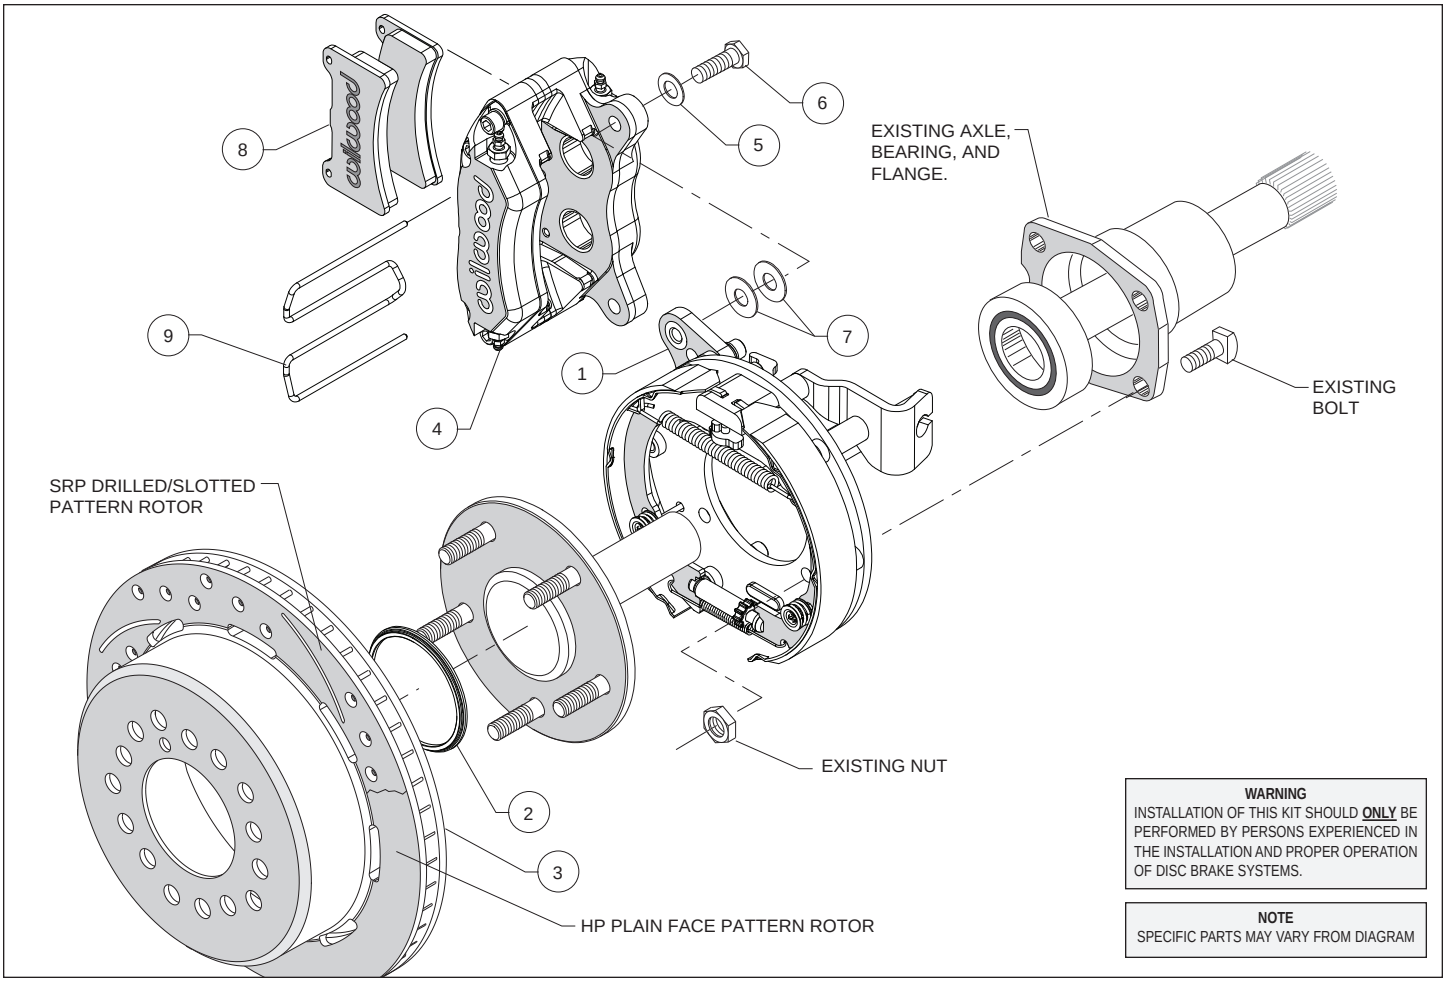
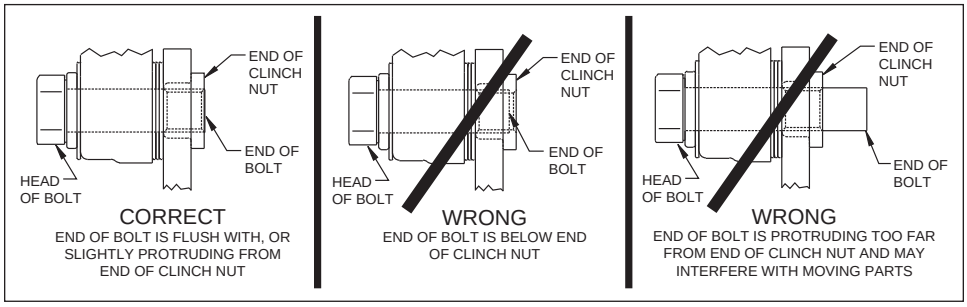

Figure 1. Typical Installation Configuration
Figure 4. Clinch Nut Engagement Diagram
Assembly Instructions (numbers in parenthesis refer to the parts list, and Figure 1 on the preceding pages): ***CAUTION:*** *All mounting bolts must fully engage clinch nuts.* Be sure to check that all bolts are either flush or protruding through flanged side of clinch nut after shimming, Figure 4.
•Orient the bracket assembly (1), as shown in Figure 1, and mount to the axle housing flange using the Original Equipment Manufacturer (OEM) bolts and nuts, Figure 1. Ensure that the bracket assembly backing plate fits flush against the axle housing flange. Apply red *Loctite*® 271 to the OEM bolt threads and torque to OEM specifications.
•Slide the rotor registration adapter (2) onto the axle register on the axle flange with the smaller O.D. facing toward the rotor/hat (3), Photo 1. Align the correct hole pattern in the rotor/hat with the stud pattern on the axle flange and slide into place, Figure 1 and Photo 2. ***NOTE:*** *The rotor/hat must fit flush against the axle flange or excessive rotor run out may result.* Install three lug nuts (finger tight) to keep the rotor/hat assembly in place while continuing with the installation. ***NOTE:*** *Some OEM and after market axles come with stud sizes larger than 0.50" diameter. Verify stud size and have a qualified machine shop drill the bolt circle of the hat/rotor to the correct stud size, if necessary.*
•***NOTE:*** *Please reference the caution statement at the beginning of the assembly instructions.* Mount the caliper (4) onto the caliper mounting bracket (1) using bolts (6) and washers (5), as shown in Figure 1. Initially place two .035" thick shims (7) on each bolt between the caliper and the bracket, Photo 3. Temporarily tighten the mounting bolts and view the rotor (3) through the top opening of the caliper. The rotor should be centered in the caliper, Photo 4. If not, adjust by adding or subtracting shims between the bracket and the caliper. Always use the same amount of shims on each of the two mounting bolts. ***NOTE:*** *The end of each bolt must be flush with or slightly protruding from the head of the clinch nut, as shown in Figure 4.* If necessary place spare shims between washer (6) and caliper mounting ear to achieve the proper clinch nut engagement. Once the caliper alignment and clinch nut engagement are correct, remove the bolts one at a time, apply red *Loctite*® 271 to bolt threads, and torque to 40 ft-lb.